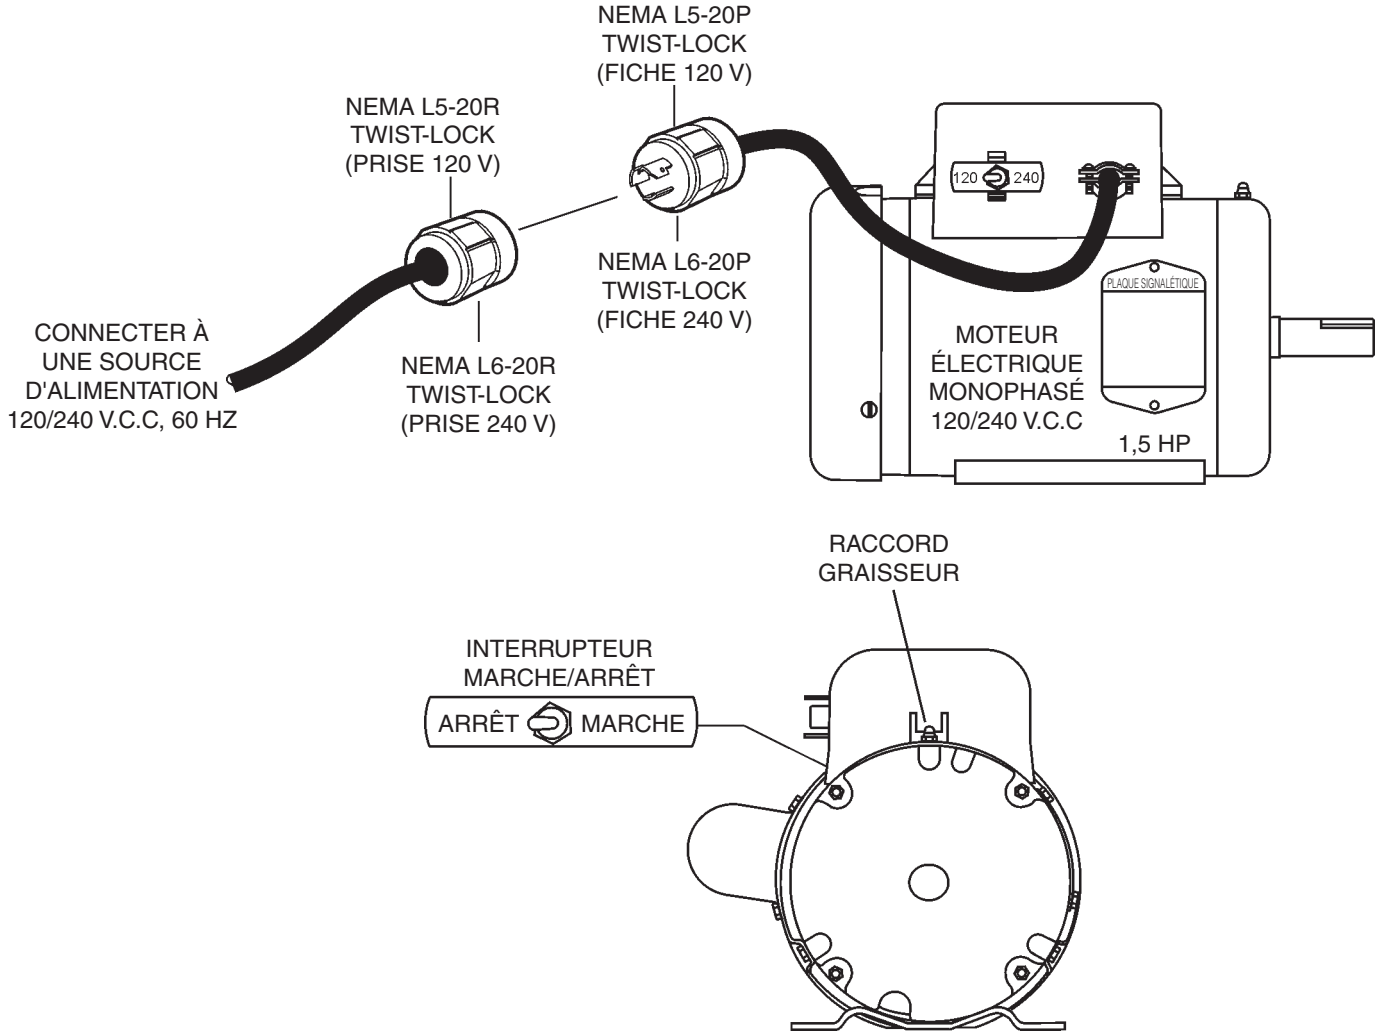

Figure 6. Moteur électrique
Un câble électrique de 12 pouces (Figure 6) est fourni avec le moteur électrique pour le brancher à une source d'alimentation.
4. **Important !**, lorsque vous changez la tension d'entrée du moteur électrique de 120 à 240 V.c.c, la fiche du cordon d'alimentation du moteur électrique doit également être changée. Voir le tableau 6 et Figure 6.